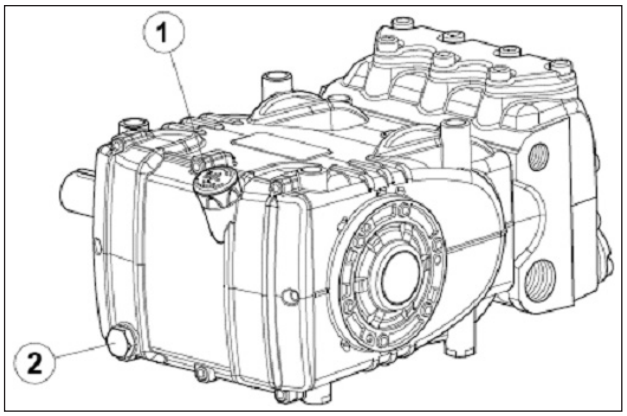

Рис. 3
Проверьте уровень масла и, при необходимости, долейте с помощью маслоизмерительного щупа поз. ①, Рис. 3.
Правильная проверка уровня масла выполняется на насосе при комнатной температуре, а замена масла должна производиться на насосе при рабочей температуре путем извлечения маслоизмерительного щупа поз. ①, а затем пробки, поз. ②, Рис. 3.
Подготовьте систему таким образом, чтобы ни при каких условиях во время работы насоса температура масла не превышала **100°C** (212°F). Пользуйтесь температурным датчиком, вставляемым в маслосливную пробку, поз. ② Рис. 3. См. руководство "ВЗРЫВОЗАЩИТА ATEX".